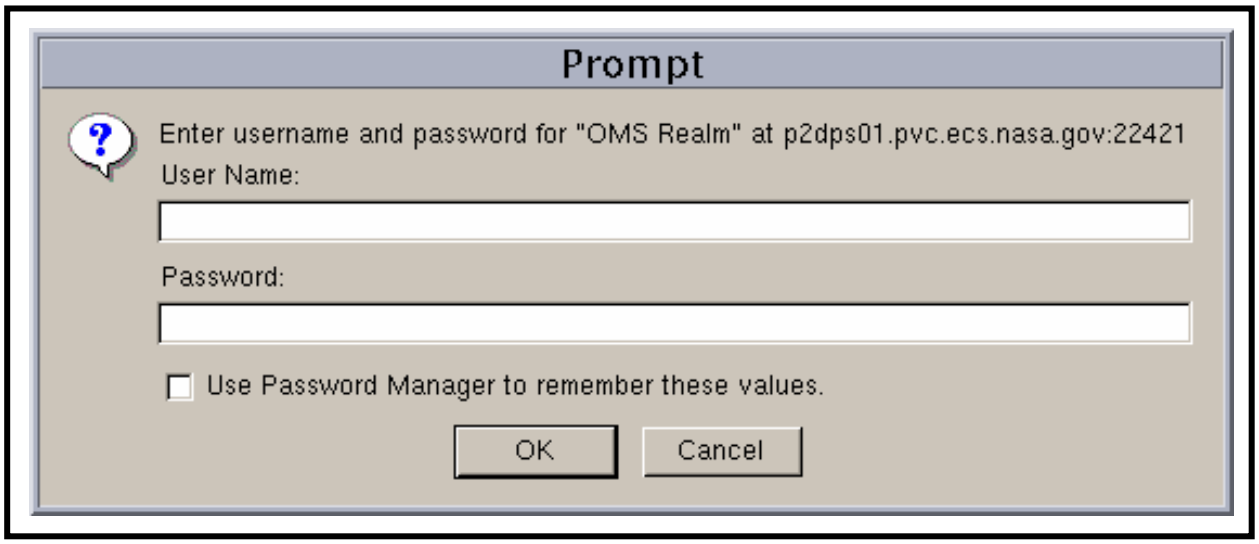

Figure 18. Security Login Prompt
- The security login **Prompt** (Figure 18) is displayed.